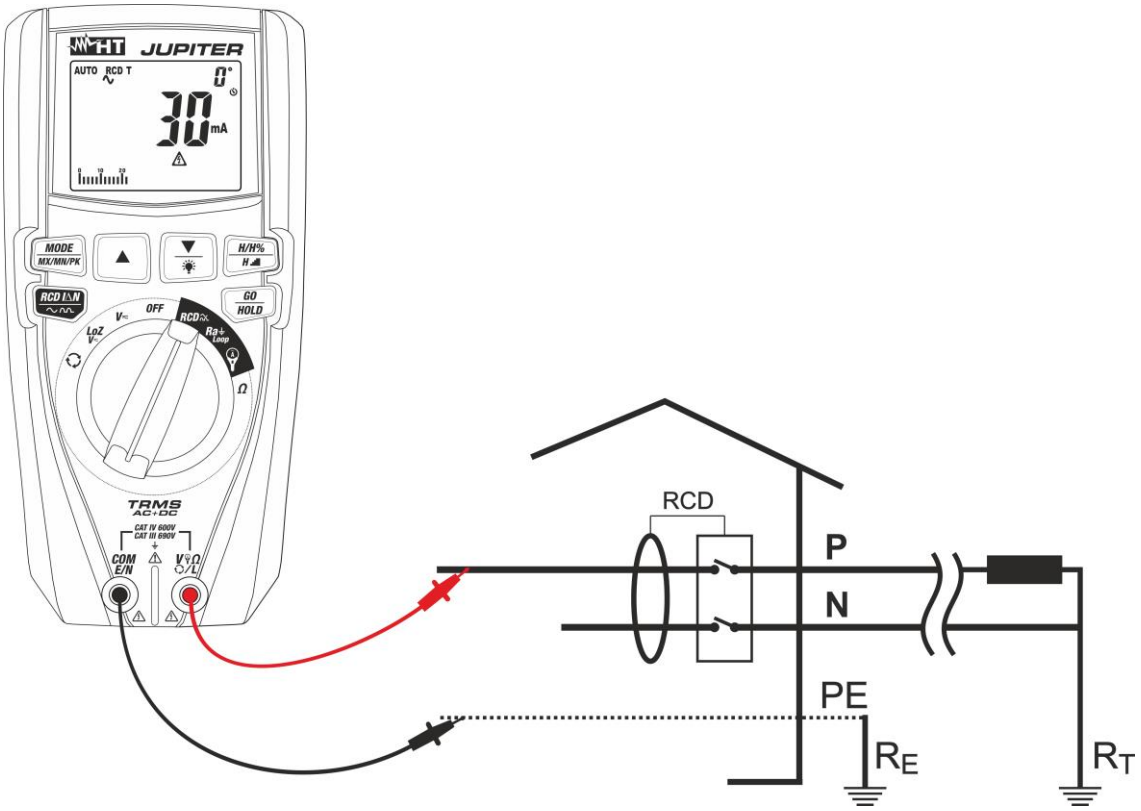
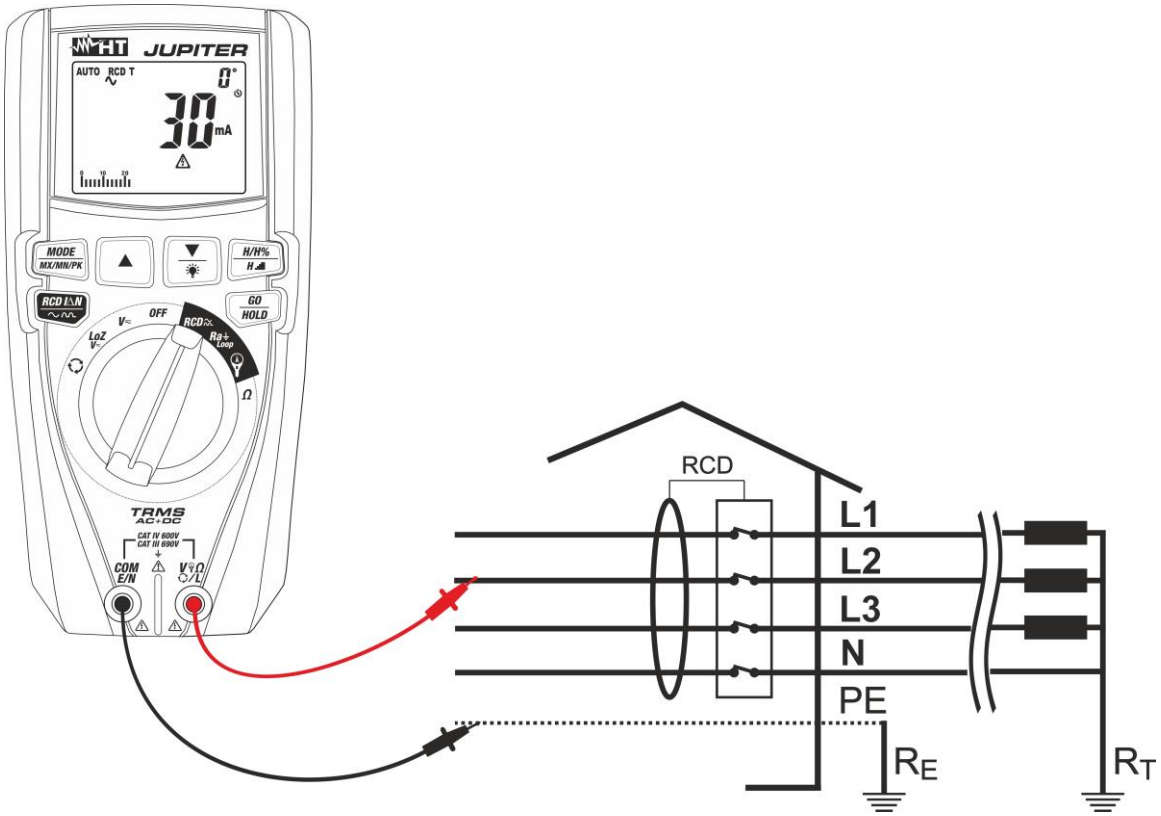

Fig. 30: Utilisation de l'instrument pour test RCD sur système monophasé avec embouts de mesure.
Fig. 31: Utilisation de l'instrument pour test RCD sur système triphasé avec embouts de mesure.
7. Si on utilise les embouts de mesure, introduire le conducteur rouge dans la borne d'entrée **VΩL** et le conducteur noir dans la borne d'entrée **COM/E/N** puis connecter l'instrument à l'installation sous test (voir Fig. 30 ou Fig. 31). La présence de la tension Phase-Terre est montrée dans la barre graphique.